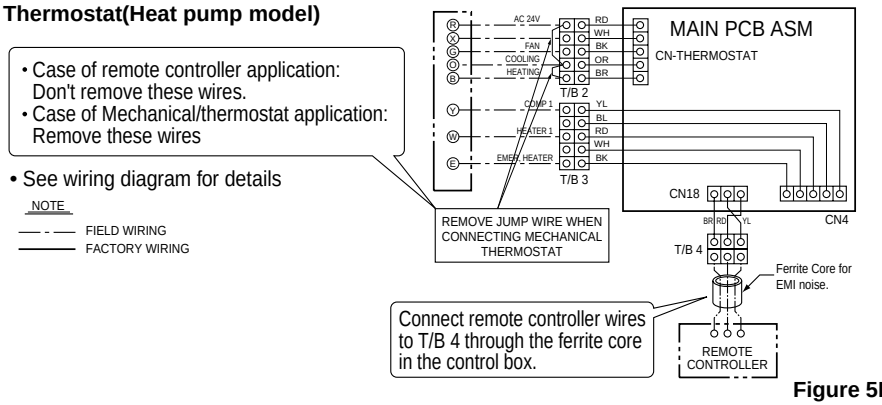

Figure 5D
■ **Heat pump - 1 Comp, 1 Heater(Figure 5D)**